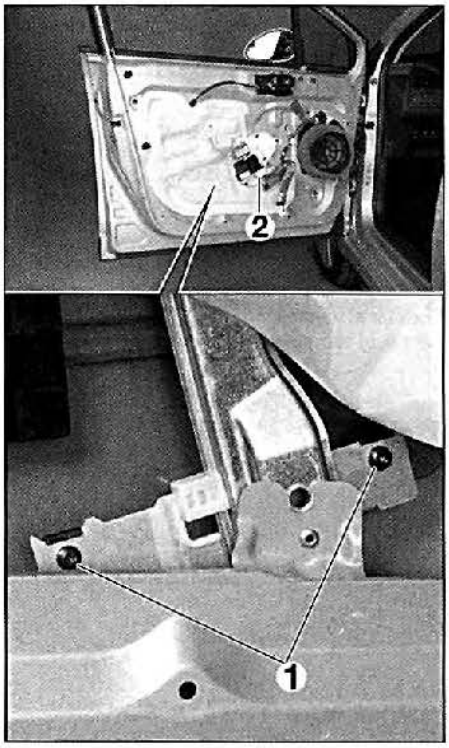

FIG. 46
• Bajar la luna para llegar a los 2 tornillos de fijación (1) **(fig. 46).**
• Sacar el conector (2) de alimentación.
• Desmontar los 2 tornillos de fijación (1) y la luna.